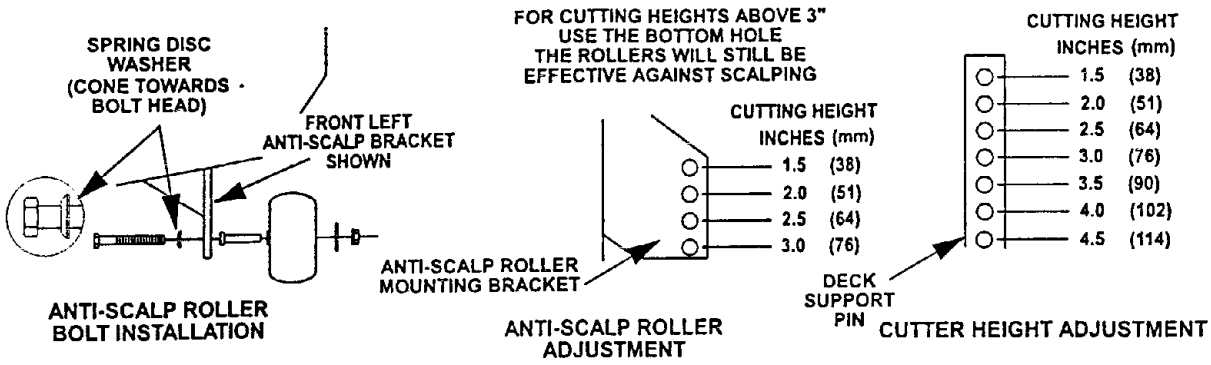

FIG 5
c) When operating in extremely rough conditions it may be necessary to position the anti-scalp rollers one or two holes higher than described in "b" to prevent damage to the rollers and/or bolt failure (See Figure 5).